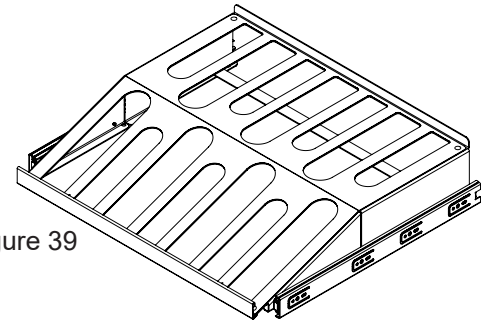

Figure 39
(1) Seven bottle rollout wine display rack with vibration dampening mat. (See figure 39).